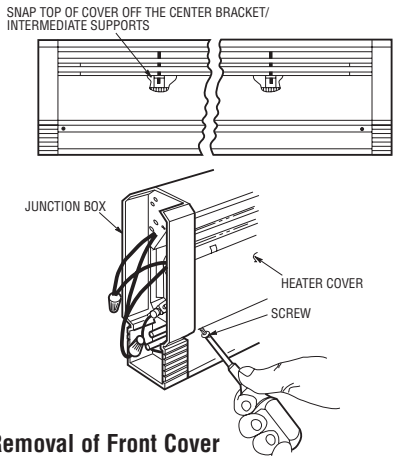

**Figure 4. Removal of Front Cover**
4. Remove the front cover of the heater by removing the screws in the lower corners. Pull the bottom of the cover outward and lift the top of the cover off the junction box. Repeat for the opposite end. Snap the top of the cover off the center bracket and off the intermediate supports. See Figure 4.